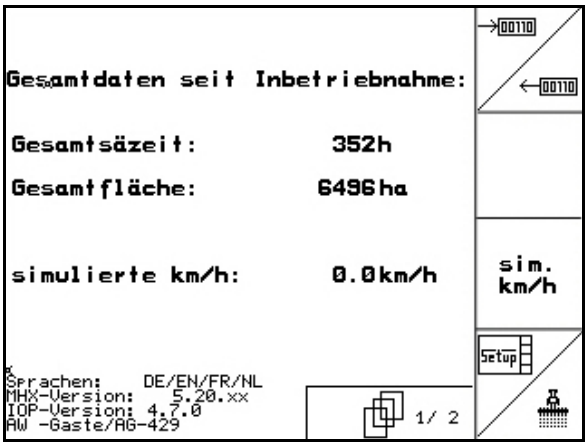

**Fig. 32**
**Side 1** 01/02 **i menuen Setup (Fig. 32):**